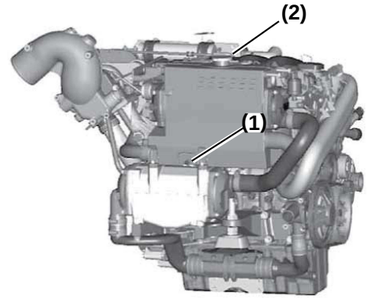

*Figure 12*
7. Install heat exchanger. Ensure the drain cock **(Figure 12, (1))** on the heat exchanger is closed.
8. Remove the pressure cap **(Figure 12, (2))** from the heat exchanger.